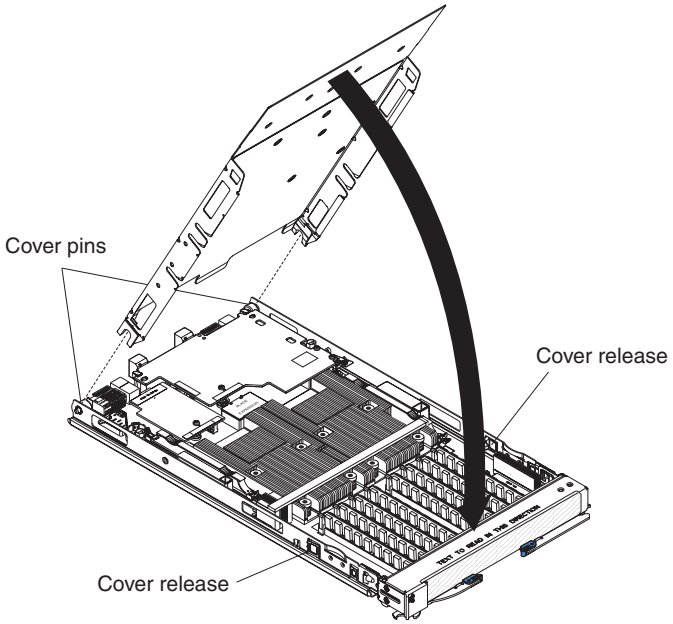

Figure 26. Closing the blade server cover
3. Lower the cover so that the slots at the rear slide down onto the pins at the rear of the blade server, as shown in Figure 26. Before closing the cover, make sure that all components are installed and seated correctly and that you have not left loose tools or parts inside the blade server.
4. Pivot the cover to the closed position as shown in Figure 26 until it clicks into place.